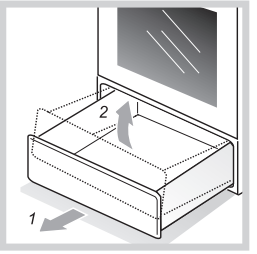

Рис.14
- Как достать ящик, показано на рис. 14.